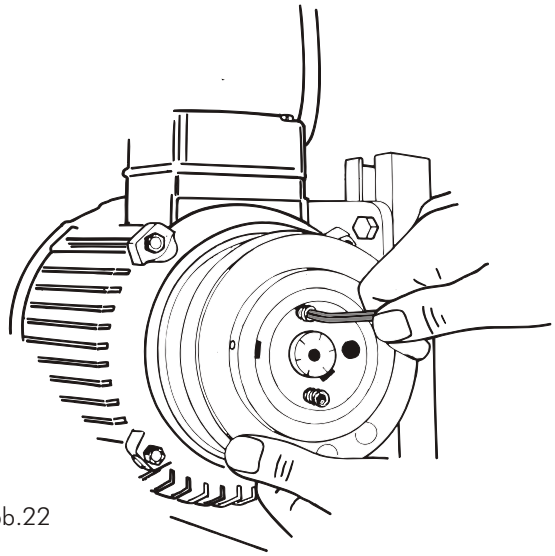

Abb.22
- Innen-Sechskantschrauben herausdrehen (Abb.22)